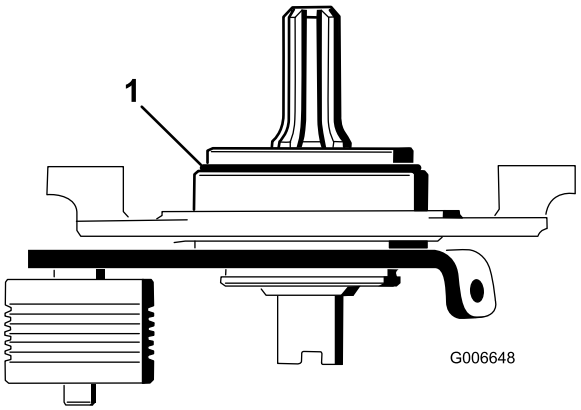

Figure 23
22. Avec un taraud 3/8-16, retirez la peinture des trous de montage extérieurs des plaques latérales droite et gauche (Figure 23).
Important: Assurez-vous que le joint torique est correctement positionné sur le moyeu de pivot (Figure 23).